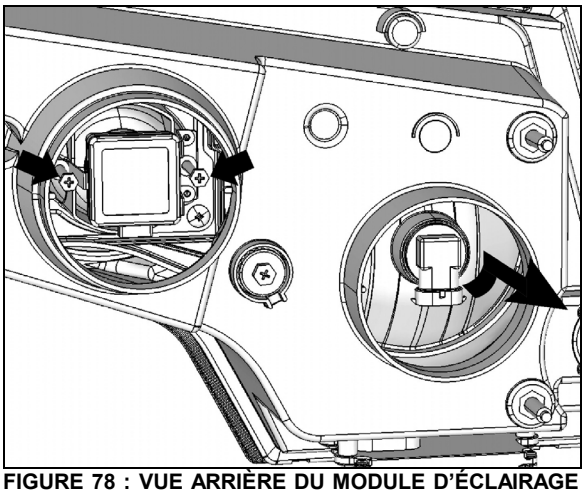

FIGURE 78 : VUE ARRIÈRE DU MODULE D'ÉCLAIRAGE AVANT
5. HALOGÈNE : tourner la base de l'ampoule dans le sens antihoraire. XÉNON : dévisser les vis cruciformes indiquées par les flèches, tirer le dispositif de retenue et retirer l'ampoule (**FIGURE 78**).